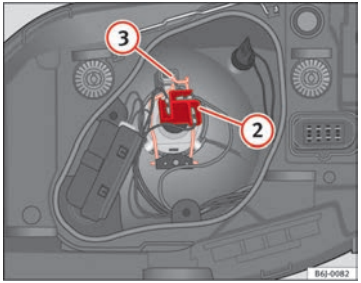

Fig. 149 Luz de cruce/carretera faro simple
– Extraiga el conector ⇒ fig. 149 (2) de la lámpara.
– Desenganche el resorte retentor ⇒ fig. 149 (3) presionándolo hacia dentro y a la derecha.